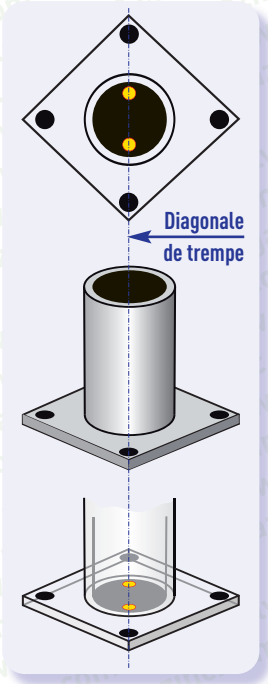

Figure 7 : Les perçages d'un tube cylindrique
- l'accrochage : positionnement des trous en fonction du sens et de la diagonale de trempe *(voir figure 7)*.